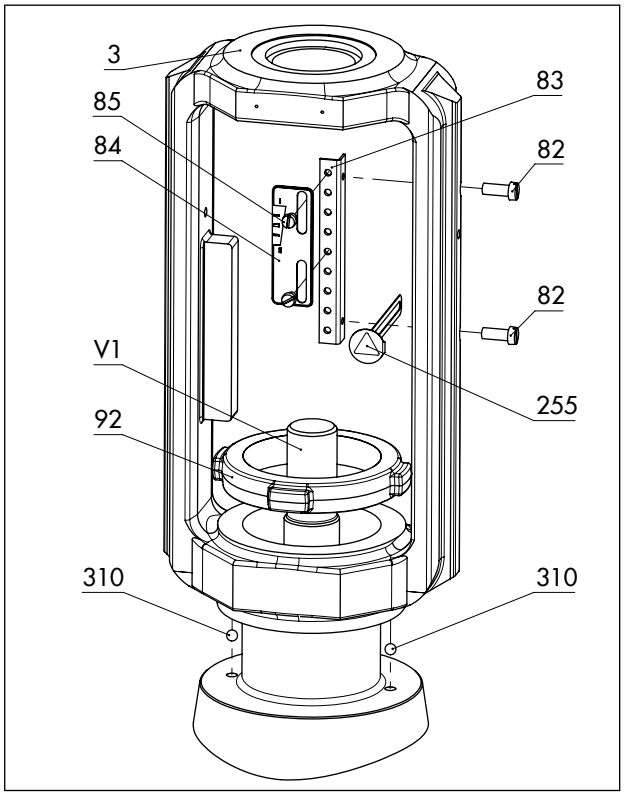
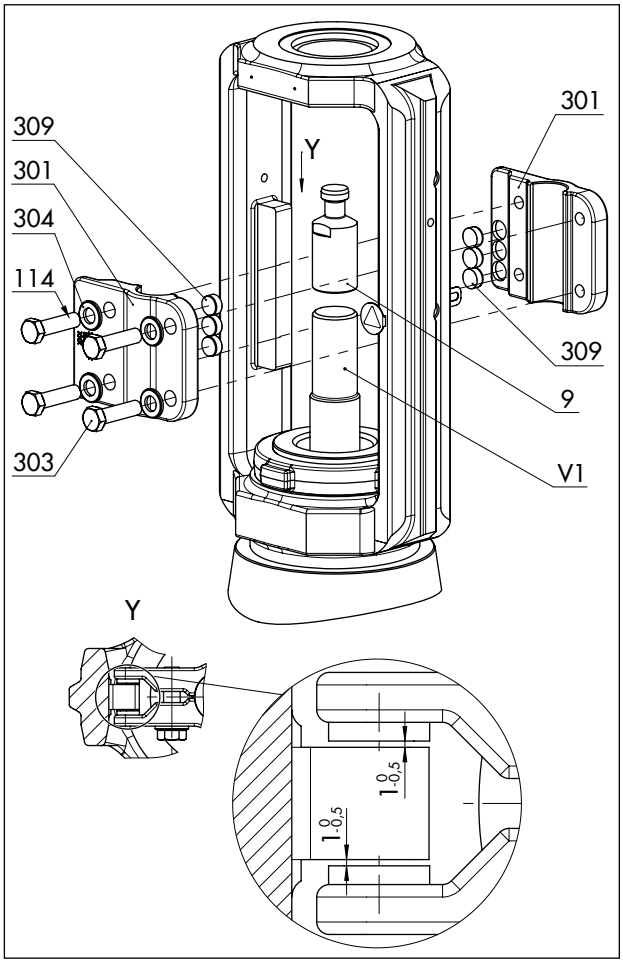

图 20: 标准类型中带有行程指示器标尺的支架总成概览
图 21: 标准类型中防旋转夹具总成概览
请参见 图 20 和 图 21
- 滑动垫圈与其在支架各侧上的接触表面之间有 0.5 至 1 mm 的标称间隙（请参见 图 21 中的详细视图 Y)。